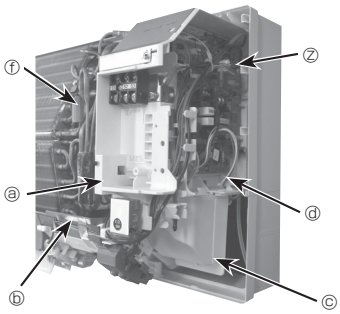
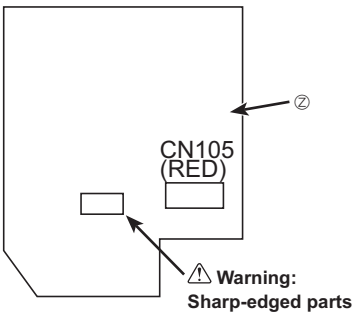

Fig. 6-5
Fig. 6-6
⑧ Remove the cable guide. (Fig. 6-5)
⑩ Remove the liquid pipe thermistor (TH2). (Fig. 6-5)
⑪ Tear off the tape partly of vane motor and loosen the cord. (Fig. 6-5)
⑫ Loosen the cord of the fan motor. (Fig. 6-5)
⑬ Pull out the electrical box toward you.
⑭ Connect the electrical cord of radio frequency interface securely to CN105 (RED) on indoor controller board. (Fig. 6-6)
⑮ Replace the removed parts.